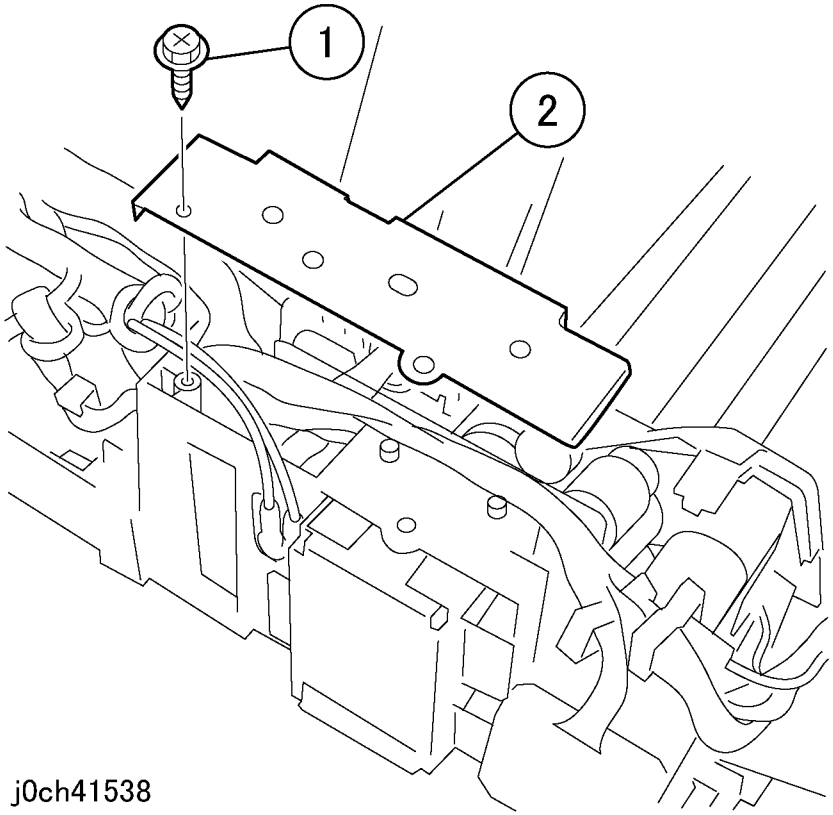

Рисунок 2 Снятие опорного кронштейна (j0ch41538)
4. Снимите опорный кронштейн (рисунок 2).